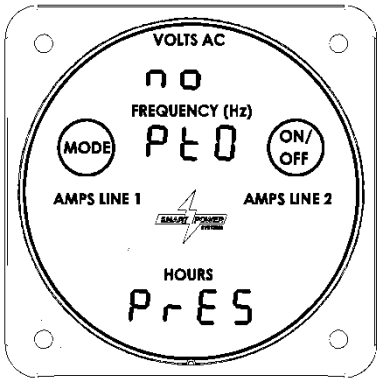

Figure 18 - Low Hydraulic Pressure
6. Whenever the PTO is engaged and the system controller is in Normal or Quiescent mode, the generator can be switched from an “off” state to an “on” state, and vise-versa, by pressing the “on/off” button on the Command & Control Center. If the PTO is not engaged or the hydraulic pressure is too low when the “on/off” button is pressed, the following screen will be displayed (reference Figure 18):